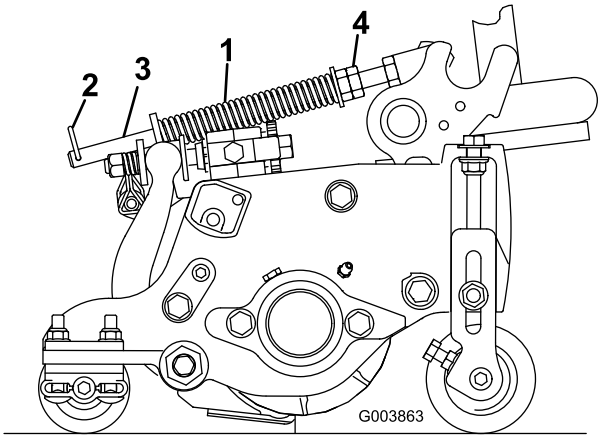

Figur 13
1. Kontroller at hårnålssplinten er installert i det bakre hullet på enden av stangen (Figur 13).
2. Stram til sekskantmutteren foran på fjærstangen inntil den komprimerte lengden på fjæren er 15,9 cm (Figur 13).